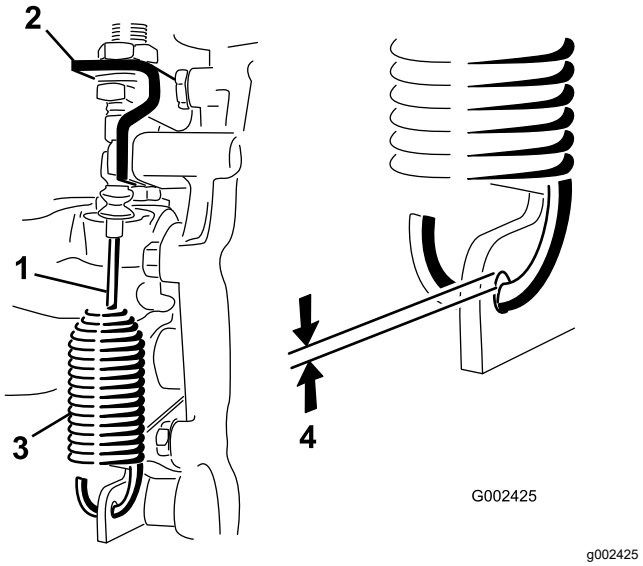

Figur 46
2. Løsn de kontramøtrikker, der fastgør differentialelåsens kabel til beslaget på gearkassen (Figur 46).